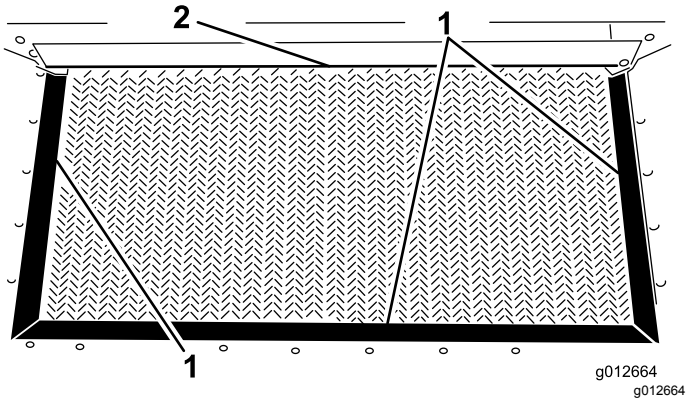

Figur 22
3. Inspektera trågets tätningar och grindkanten så att kanterna inte är slitna eller trasiga (Figur 22).